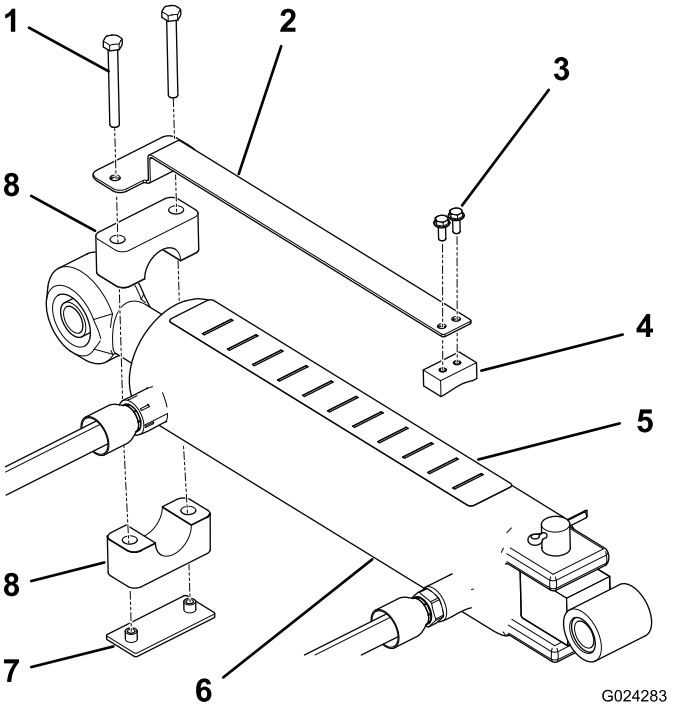

**Figur 9**
1. Montera djupmätaren på skjutblockets platta sida med två 10 x 1/2 tums maskinskruvar och placera komponenterna enligt Figur 9.
2. Montera djupmätaren löst på stavänden på topplänkens cylinder med hjälp av rörklämman, svetsplattan och två 1/4 x 2–1/2 tums skruvar (Figur 9). Se till att klämmorna är tillräckligt lösa för att kunna roteras till önskad position.
4. Fäst djupdekalen ovanpå cylindern på en plats där den är synlig för föraren och inte kommer i vägen för hydraulslangarna eller andra hinder (Figur 9). Änden på dekalen med bokstaven ”J” ska placeras mot luftaren.